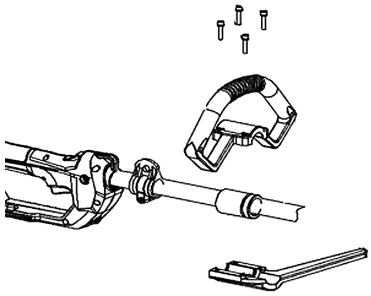

Рис. 4 Установка рукояток
4. Установите в рабочее положение и закрепите винтами рабочую рукоятку (Рис. 4).